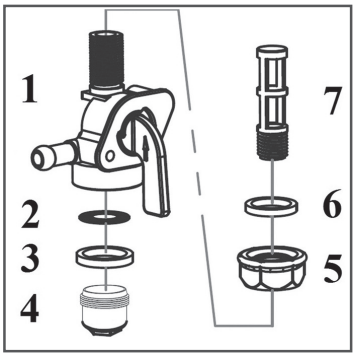

Рис. 24 Устройство топливного крана
Устройство топливного крана показано на Рис. 24.
2. Открутите контргайку 5 на 1-2 оборота (Рис. 24).
4. Открутите стакан отстойника 4 и слейте из него бензин в подготовленную для этого емкость (Рис. 24).
5. Извлеките из корпуса топливного крана 1 уплотнительное кольцо 3 и сетчатый фильтр 2 (Рис. 24).
6. Выкрутите из корпуса топливного крана сетчатый фильтр 7 (Рис. 24).
1. Слейте топливо из топливного бака и карбюратора (Рис. 24).